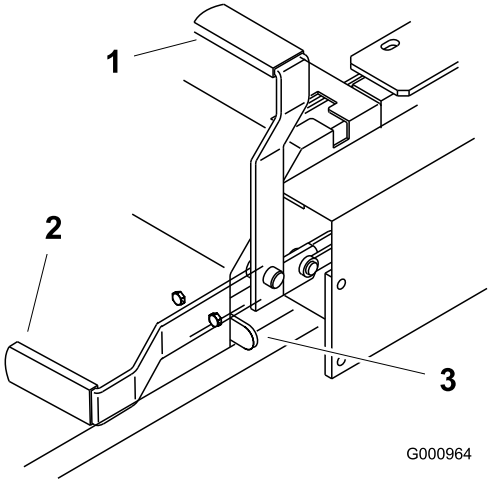

Figur 11
2. För parkeringsbromsspaken bakåt och uppåt för att dra åt parkeringsbromsen (Figur 11). Parkeringsbromsspaken bör ligga stadigt i det inkopplade läget.
Tryck parkeringsbromsspaken framåt och nedåt för att frigöra parkeringsbromsen (Figur 11). Parkeringsbromsen är urkopplad och spaken vilar mot bromsstoppet.